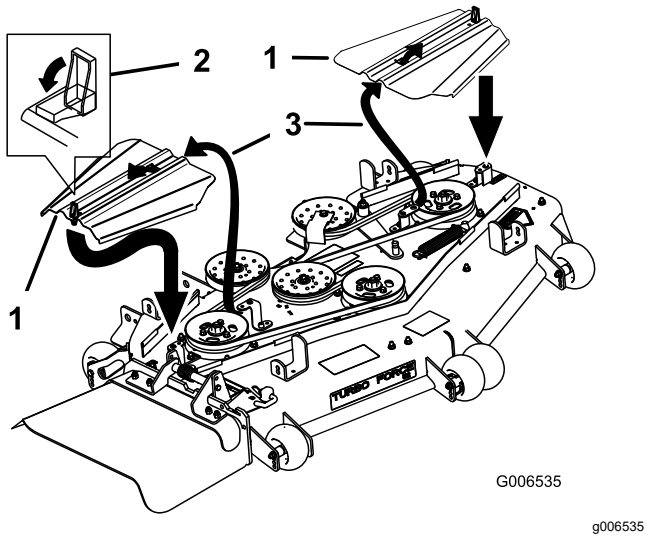

Rysunek 84
12. Zamontuj pokrywy paska, wsuwając pokrywę na występ, dokręcając śruby i zamykając zaczepy (Rysunek 84).